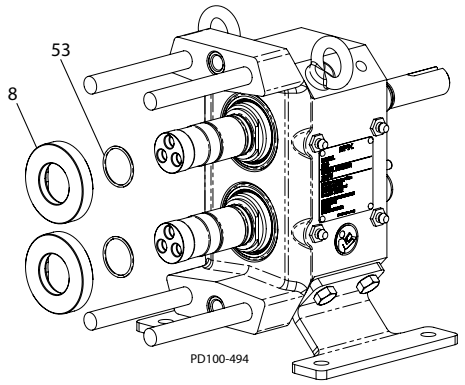

Figura 52 - Installazione della tenuta dell'albero
1. Installare l'o-ring della sede (Figura 52, articolo 53) nella scanalatura posteriore dell'albero.
2. Applicare un lubrificante compatibile con gli o-ring e installare le sedi della tenuta (Figura 52, articolo 8). Allineare le superfici piatte delle sedi della tenuta con le superfici piatte degli alberi, quindi posizionarle saldamente contro lo spallamento dell'albero.